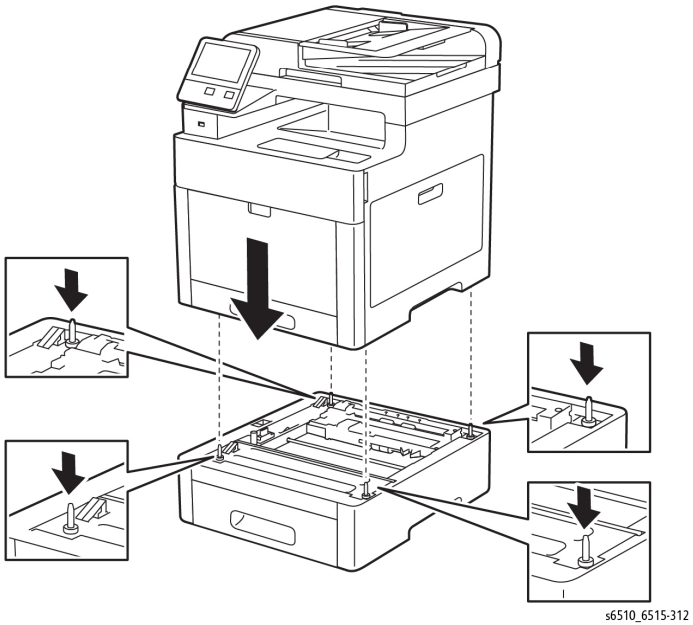

Figure 2 Separate Optional Feeder Assembly from the Printer
2. Refer to Figure 2 to locate and toggle the slider switch to the unlocked position before separating the printer and optional trays.